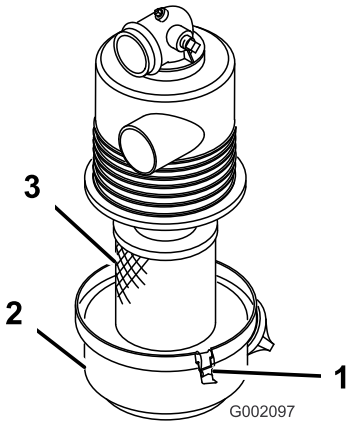

Figur 25
3. Løsn de låse, der fastholder luftfilterets dæksel til luftfilterhuset. Fjern dækslet fra luftfilterhuset. Rengør den indvendige side af luftfilterets dæksel (Figur 25).
4. Skub forsigtigt filteret ud af luftfilterhuset for at reducere mængden af støv, der løsnes (Figur 25). Undgå at støde filteret mod luftfilterhuset.